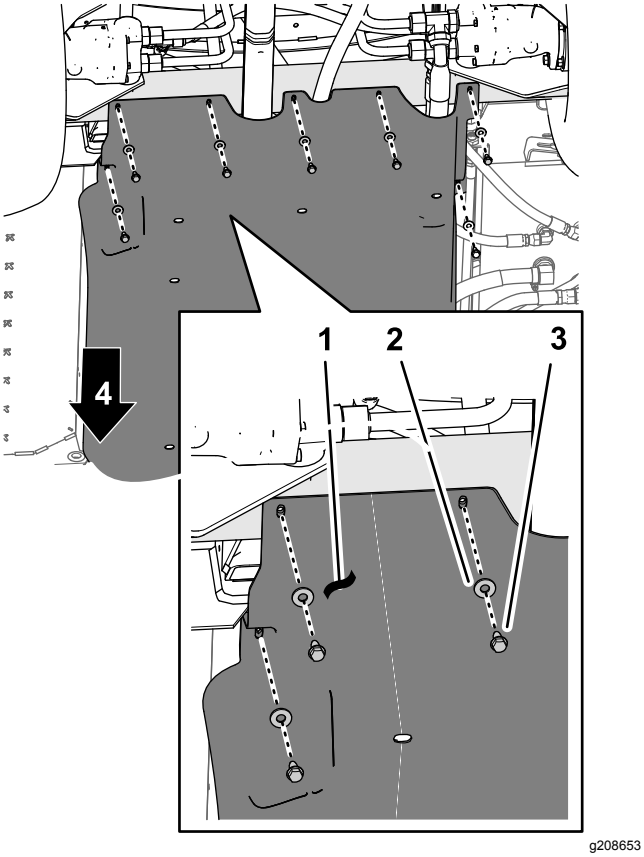
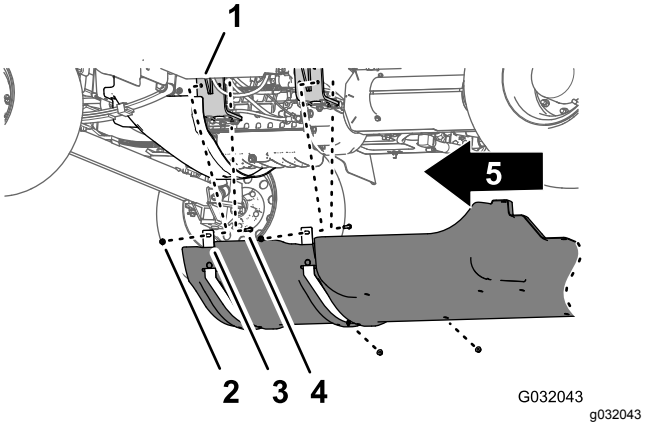

Figur 44
Figur 45
1. Fjern de sju flenshodeboltene (5/16 x 7/8 tomme) og sju skivene (5/16 tomme) som fester bakenden av understellsdekslet til maskinens chassis (Figur 44).
2. Fjern de fire flenslåsemutterne (5/16 tomme) fra boltene og låsebolten som fester understellsdekslets støttestropper til maskinens motorfestebraketter (Figur 45).
4. Fjern understellsdekslet fra maskinen (Figur 44 og Figur 45).